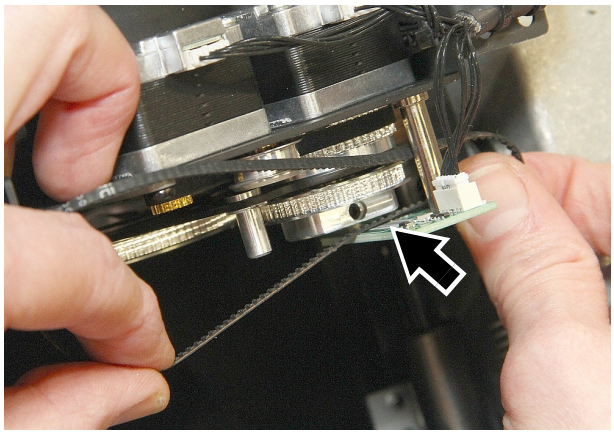

Figure 23: Disengaging the prism drive belt
5. See Figure 23. When the drive belt is free of the prism, twist it so that it will pass sideways through the gap (arrowed) between the prism drive pulley and the sensor PCB. Lift the belt up through this gap and remove it from the head. If the belt is in good condition, store it for possible re-use.